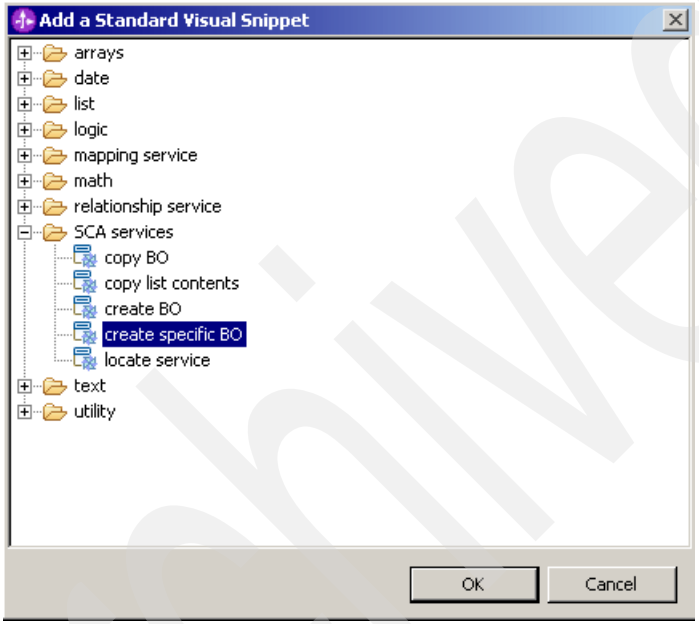

Figure A-38 Add a Standard Visual Snippet window
b. In the Add a Standard Visual Snippet window (Figure A-38), select **SCA services** → **create specific BO** and click **OK**.